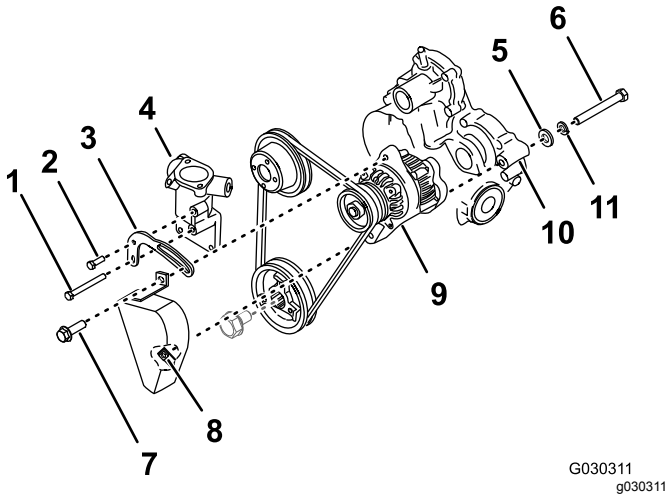

Figur 242
3. Ta bort generatorns låsskruv från generatorn och remspännbrickan (Figur 242).
4. Ta bort den korta skruven till spännbrickan från termostathuset och remspännbrickan (Figur 242).
5. Ta bort den långa skruven till spännbrickan från cylinderhuvudet, termostathuset och remspännbrickan, och ta bort remspännbrickan från maskinen (Figur 242).
6. Lossa axelbulten helt på generatorns baksida och ta bort remkåpan från maskinen (Figur 242).
7. Stötta generatorn och ta bort axelbulten, låsbrickan och planbrickan från motorns generator och växellåda (Figur 242).